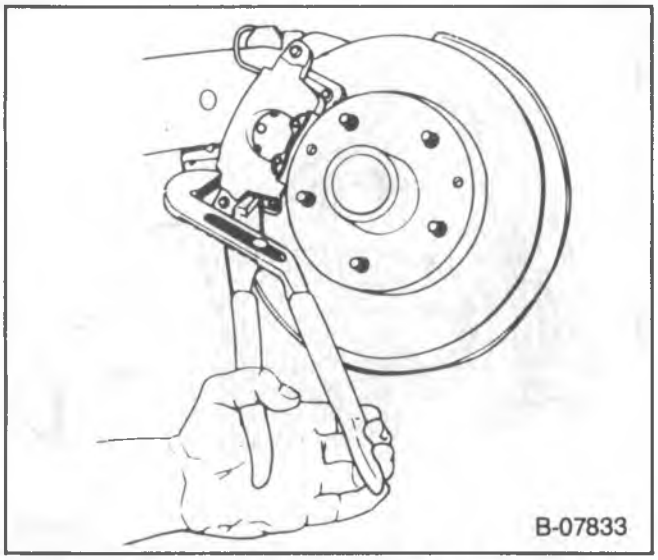

Figure 7—Compressing the Brake Pad Ears
8. Compress the pad ears to the caliper (figure 7).